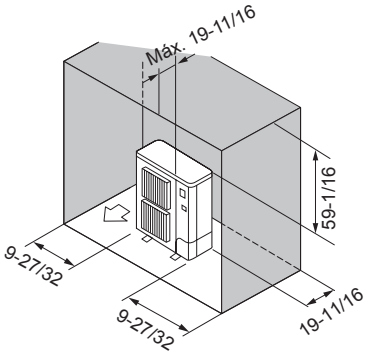

Fig. 2-10
⑥ Obstáculos en la parte trasera, los laterales y superior (Fig. 2-10)